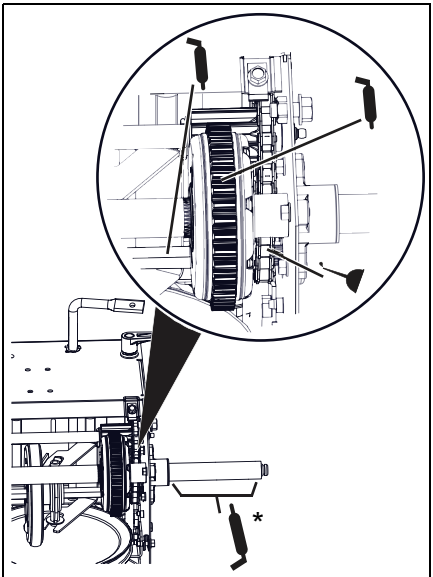

Figure 16
2. Lubricate as shown in Figure 16.